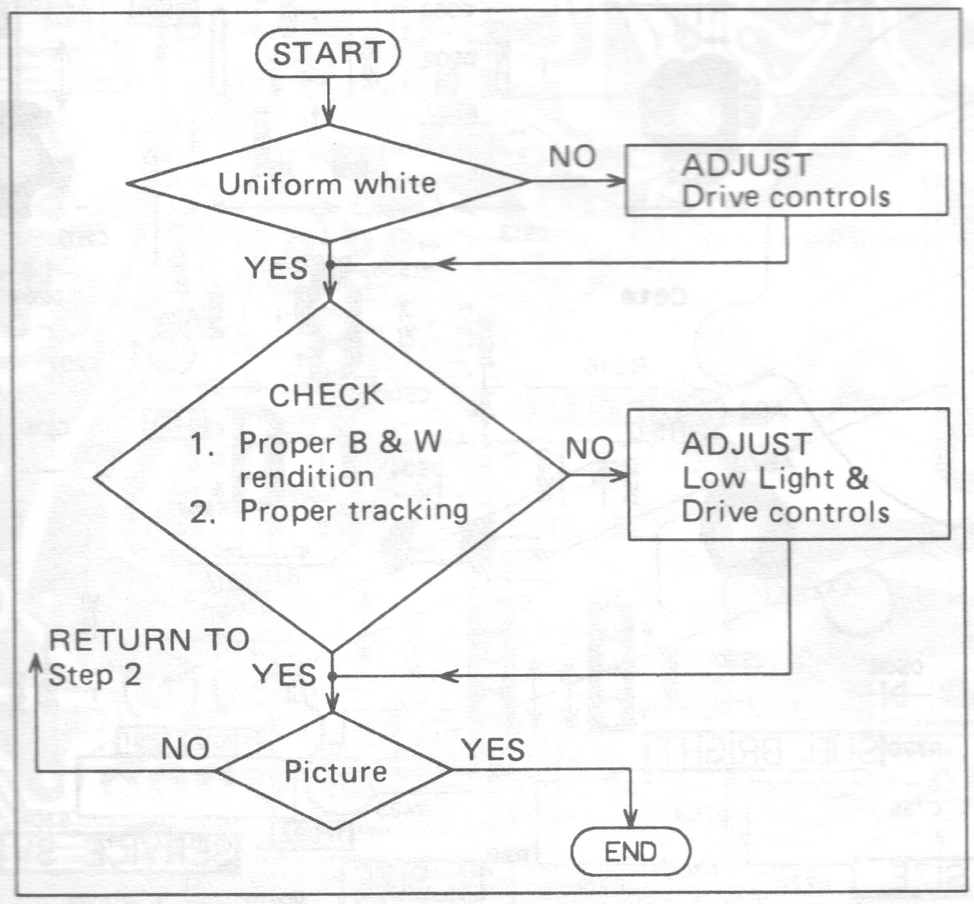

Fig. 16
7. Confirm the white balance according to following flow chart. (See Fig. 16).